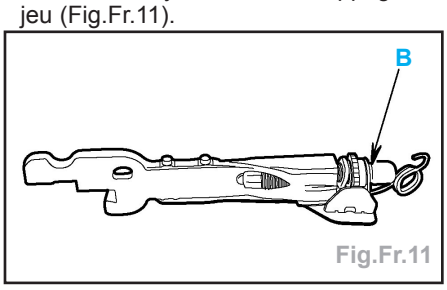

Fig.Fr.11
- les surfaces (A) avec une graisse type **LUBRITHERM G200**,
Impératif : ramener en position (B) la mollette du système de ratrappage de jeu (Fig.Fr.11).